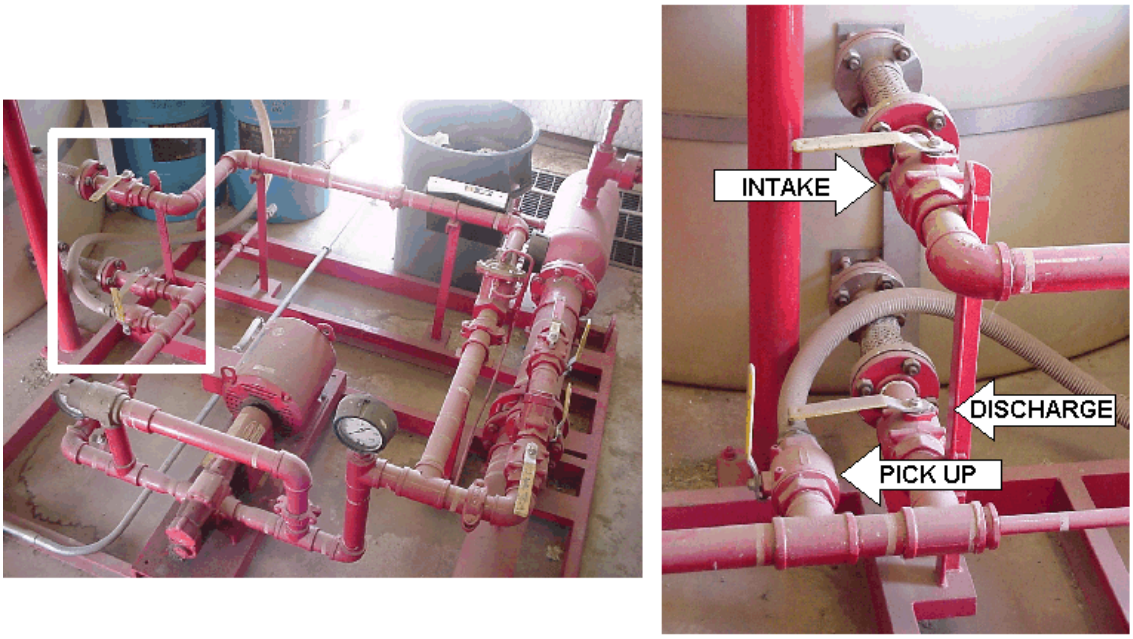

Figure 1 - Foam Tank Valves
i) Open upper tank (INTAKE) valve. (Figure 1)
ii) Close lower tank (DISCHARGE) valve. (Figure 1)
d) Insert pick-up tube into bucket and open bucket pick-up tube valve. (Figure 1).